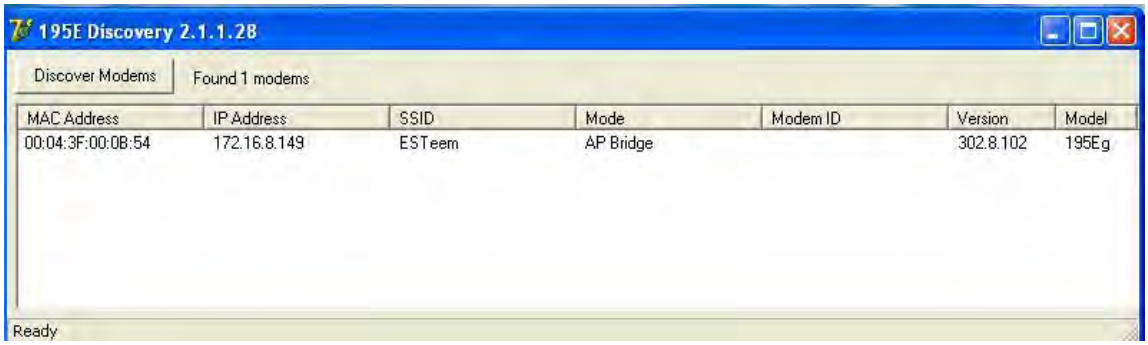

Figure 4: Discovery Program Main Page
4. Connect the Model 195E to your computer either directly to the Ethernet card or through a HUB/Switch using a CAT-5e Ethernet cable. The Ethernet port on the 195E supports Auto-Negotiation, so either a patch cable or crossover cable will work. Open the ESTeem Discovery Program and press the Discover Modems button. The Model 195E will be displayed in the program by the Ethernet MAC address and Current IP Address (Figure 4).